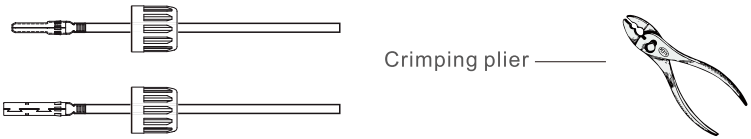

Figura 5.4 Crimpe o pino de contato no fio
b) Terminais de crimpagem de metal com um alicate de crimpagem como mostrado na figura 5.4.